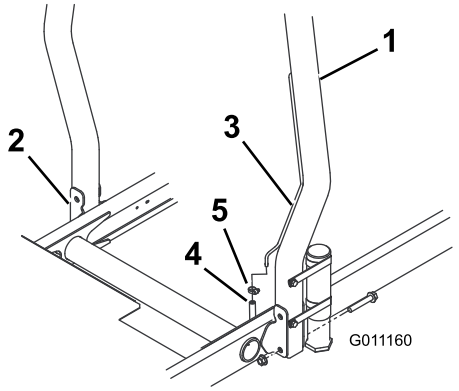

Figuur 12
1. Breng de rolbeugel omlaag op de montagebeugels van de tractie-eenheid en lijn de montage-openingen uit. Controleer of de ontluchtingsbuis van de rolbeugel zich aan de linkerkant van de machine bevindt (Figuur 12).
2. Bevestig de beide zijden van de rolbeugel aan de montagebeugels met 2 flenskopbouten en borgmoeren (Figuur 12). Draai de bevestigingen vast tot 81 N·m.